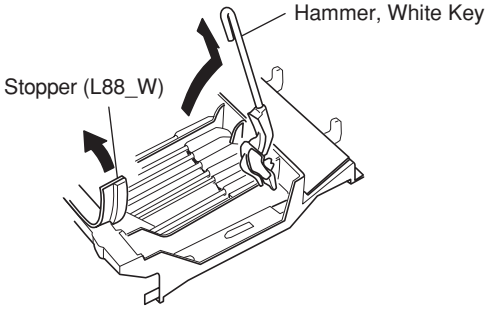

Fig.21
2. Place the keyboard assembly upside-down and peel the stopper (L88_W) away. The hammer of the white key can then be removed. (Fig.21)